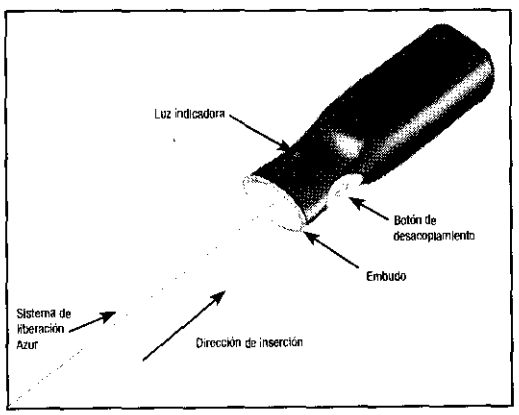

Figura 2 – Controlador del desacoplamiento Azur
14. Antes de utilizar el dispositivo, saque el extremo proximal del sistema de liberación del aro dispensador. Tenga cuidado de no contaminar este extremo del sistema de liberación con sustancias extrañas, como sangre o media de contraste. Introduzca firmemente el extremo proximal del sistema de liberación en la pana en forma de embudo del controlador del desacoplamiento Azur. Vea la figura 2. **No presione todavía el botón de desacoplamiento.**
34. Conecte el extremo proximal del sistema de liberación al controlador del desacoplamiento Azur introduciendo firmemente el extremo proximal del sistema de liberación en la parte en forma de embudo del controlador del desacoplamiento Azur. Vea la figura 2.